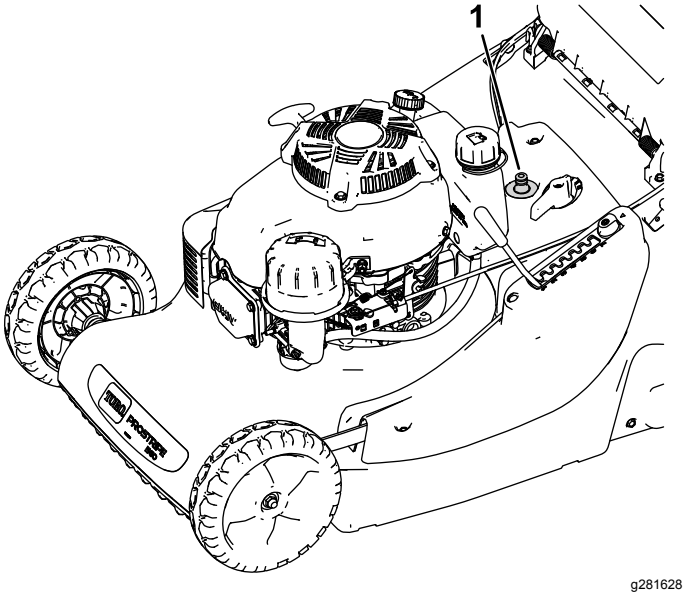

Figur 20
7. Fest en hageslange som er koblet til en vannkran, til vanninntaksporten (Figur 20).